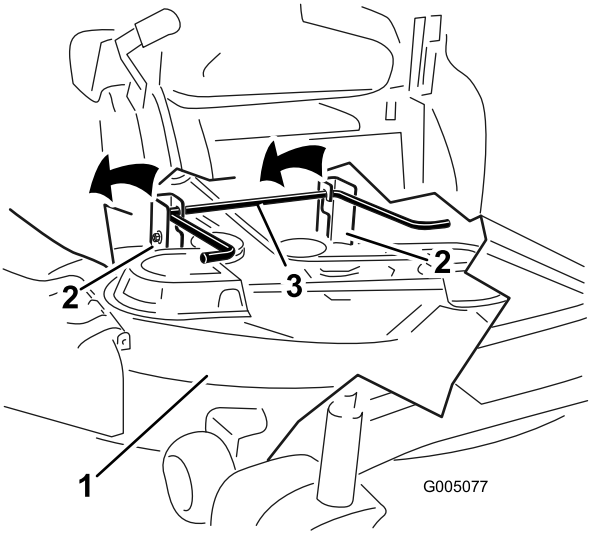

Figur 48
5. Løft klippeenheten og hengerbrakettene klar for bakre løftestang og senk klippeenheten forsiktig til bakken (Figur 48).
5. Løft bakre del av klippeenheten og før hengerbrakettene over bakre løftestang (Figur 48).